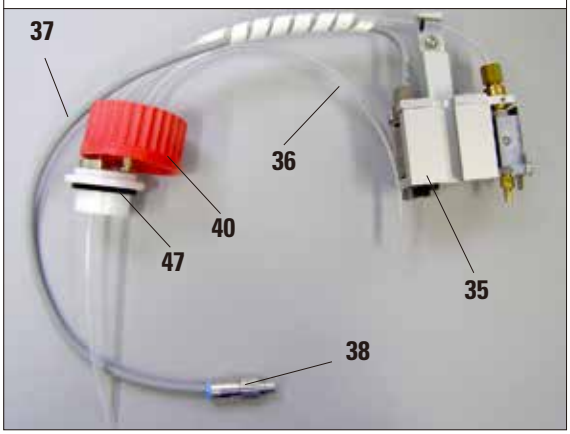

図 11
- ディスペンサーグループ（図 11）を梱包から取り出します。
青いシャッターリングがボトルの口にあり、O リング（図 11、47）がディスペンサーグループ（図 11、40）に正しく取り付けられていることを確認します。